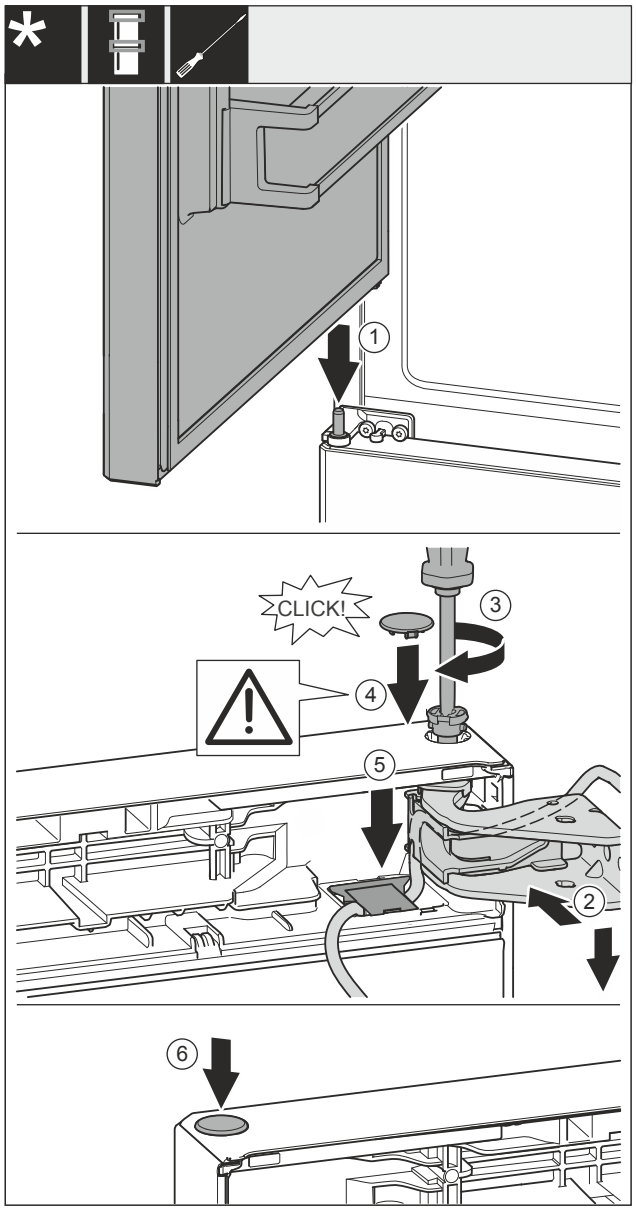

Fig. 38
- ▶ Bovenste deur op het middelste lagerbok *Fig. 38 (1)* plaatsen.
- ▶ Deur boven naar de opening in het lagerbok *Fig. 38 (2)* uitlijnen.
- ▶ Bouten *Fig. 38 (3)* insteken en met een schroevendraaier vastschroeven.
- ▶ Afdekking *Fig. 38 (4)* plaatsen.
- ▶ Controleer of de afdekking *Fig. 38 (4)* tegen de deur ligt.
- ▶ Afdekking *Fig. 38 (5)* plaatsen en naar onderen drukken tot deze vergrendeld.
- ▶ Afdekking *Fig. 38 (6)* plaatsen.